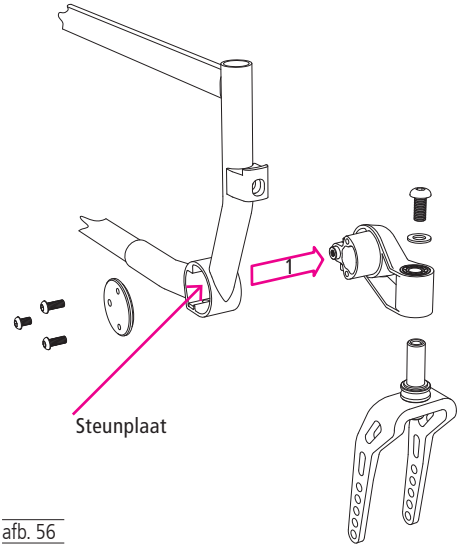

afb. 56
3. U kunt nu de afdekkap verwijderen en en het zwenkwielarm naar buiten toe eraf te trekken (1, afb. 56). Zorg ervoor dat de steunplaat niet verloren gaat.